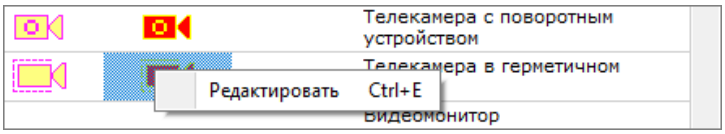

Рисунок 6-516 Контекстное меню выбранной пиктограммы
- либо кликните по пиктограмме (или по пустой ячейке добавленного пользовательского вида пиктограмм, предназначенной для размещения пиктограммы), которую необходимо изменить, правой клавишей мыши и нажмите команду «Редактировать» в появившемся контекстном меню выбранной пиктограммы (см. Рисунок 6-516);